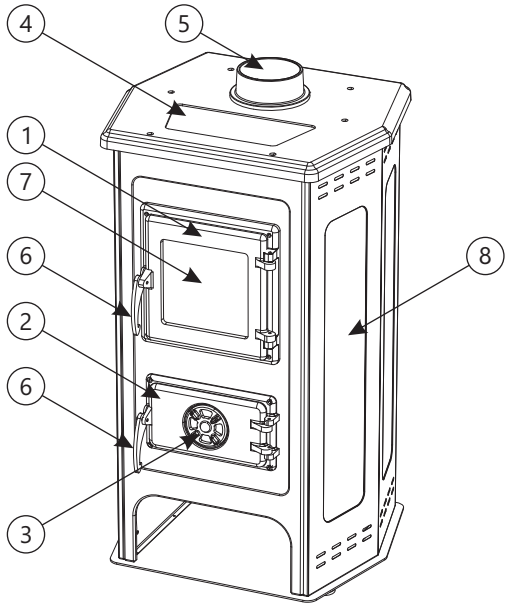

Figure 1
- Figure 1 shows the stove with components essential for use.
Stove components (figure 1)